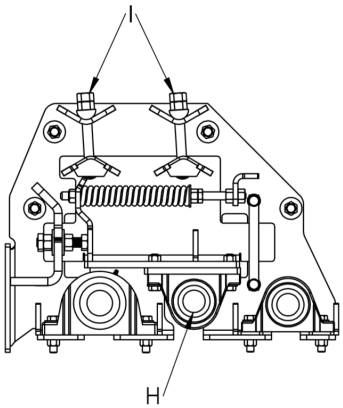

Figure 7-25: Front Grabroll Spacing Adjustment
3. To adjust smooth grabrolls (H), shown in figure 7-25, up or down, use eye bolts (I). Amity recommends adjusting in ¼” increments.